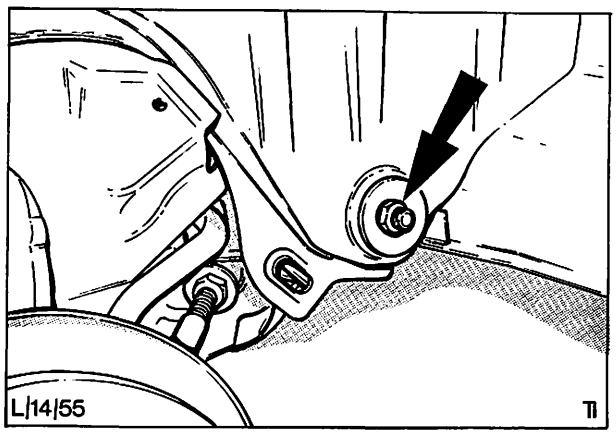

Abb. 7 Vordere Befestigungsschraube des Verbindungsträgers
8. Vordere Befestigungsschrauben des Verbindungsrahmens am Längsträger links und rechts entfernen, Abb. 7.